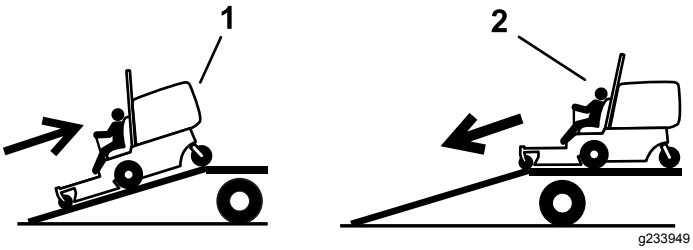

Figuur 29
4. Rij de machine achteruit op de oprijplaat (Figuur 29).
2. Rij de machine vooruit de oprijplaat af (Figuur 29).